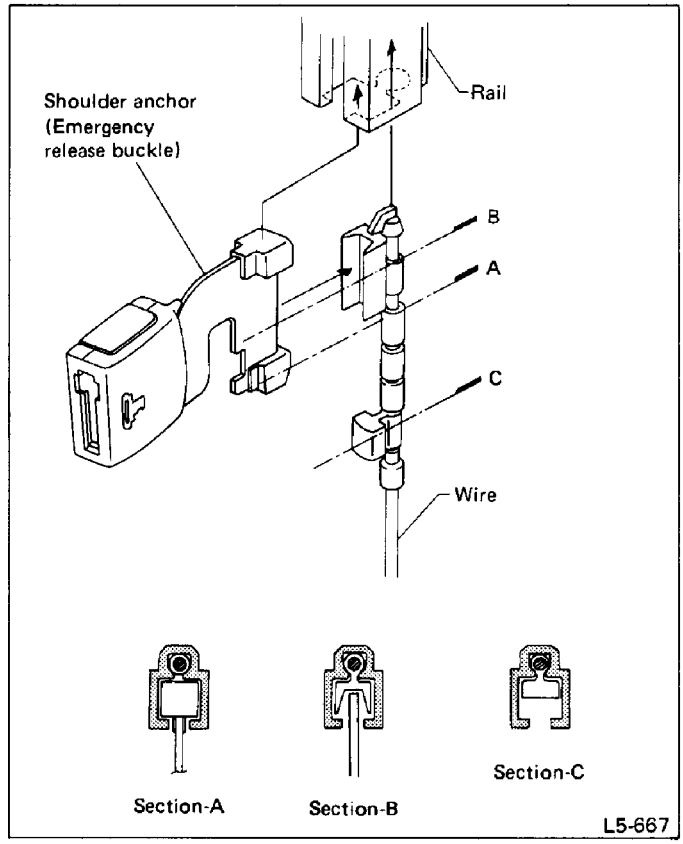

Fig. 35
a. Assemble plastic part and shoulder anchor to wire end, as shown in Figure 35, and insert into guide rails.